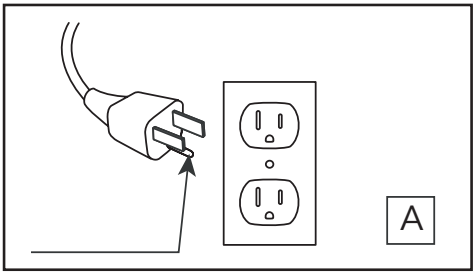

Fig.1
11. Connect to properly grounded outlets only. This heater is for use on 120 volts. The cord has a plug as shown at A in Fig.1. Do not use a 2 prong adapter. Never use with an extension cord or relocatable power tap (outlet/ power strip).
11. Brancher uniquement dans une prise de courant munie d'une mise à la terre. Cet appareil de chauffage a été conçu pour être utilisé sous une tension de 120 V. La fiche du cordon est montrée à la figure 1 en A. Ne pas utiliser d'adaptateur de 3 broches à 2 broches. Ne jamais utiliser avec une rallonge ou une barre d'alimentation (multiprises).
11. Conectar solamente a una toma de corriente con conexión a tierra adecuada. Este calentador debe utilizarse con 120 voltios. El cable incluye un enchufe tal como se muestra en la figura A en la Fig.1. No utilice un adaptador de 2 clavijas. Nunca use un cable de extensión o tomas de alimentación reubicable (enchufes/regletas).